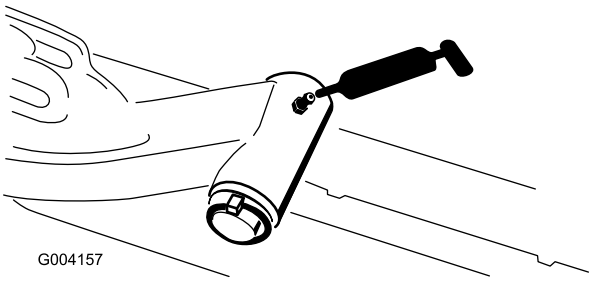

Figur 50
- Løftearmenes drejeaksel (1 hver) (Figur 50)